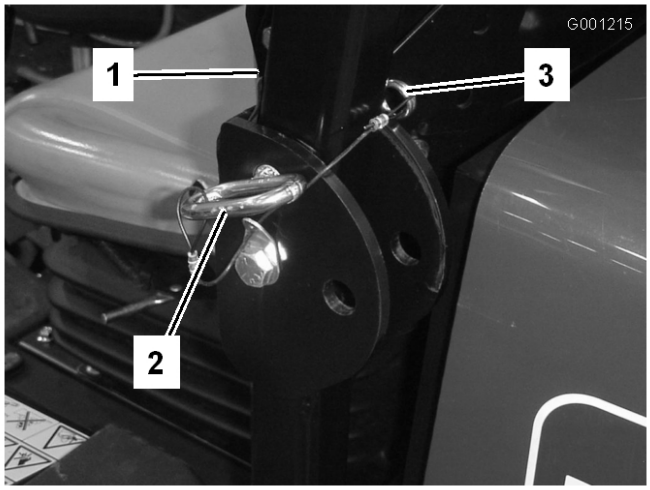

Figur 29
1. Ta bort hårnålssprintarna och de två tapparna för att sänka ned störtbågen (Figur 29).
3. Sätt tillbaka de två tapparna och säkra dem med hårnålssprintarna (Figur 29).
4. Fäll upp störtbågen genom att lossa hårnålssprintarna och ta bort de två tapparna (Figur 29).
5. Fäll upp störtbågen till upprätt läge, sätt i de två tapparna och spärra dem med hårnålssprintarna (Figur 29).